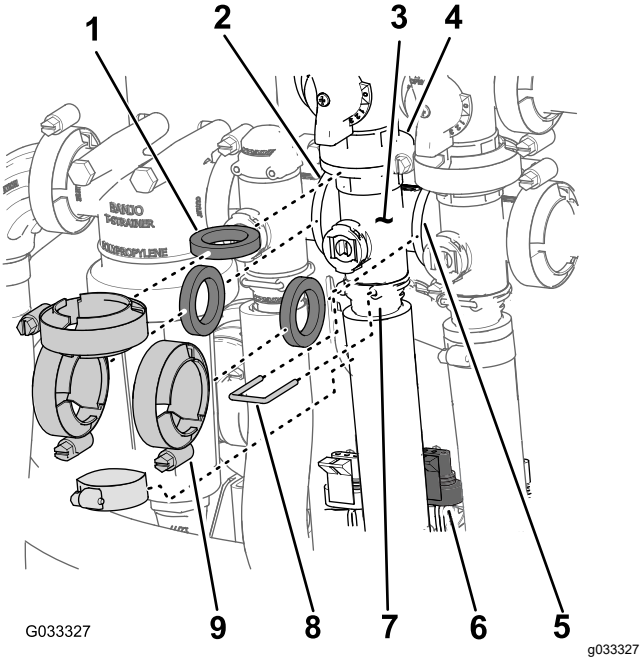

Figur 70
1. Fjern de klemmer og pakninger, der fastgør omrøringsventilens manifold (Figur 70) til omrøringsomløbsventilen, hastighedsreguleringsventilen, hovedsektionsventilen og adapterfittingen (omrøringens drosselventil).
2. Afmonter den holder, der fastgør udgangsstudsen til omrøringsventilens manifold (Figur 70).